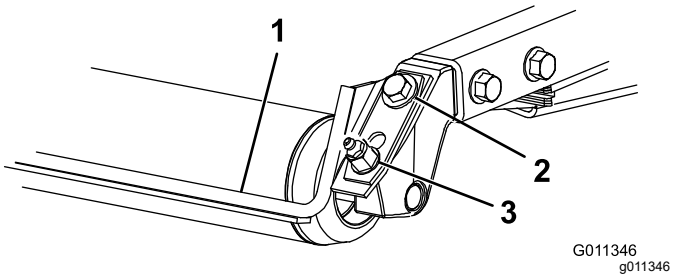

Figur 7
1. Løsne smørenippelen og monteringsskruen (Figur 7).